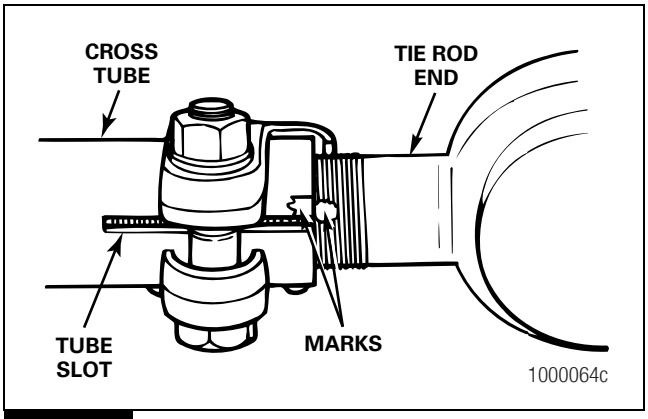

Figure 6.46
1. If the tie rods have been removed, reinstall the tie rod ends into the cross tube to the position marked during removal. Thread the ends equally into the cross tube to the required length. Figure 6.46.